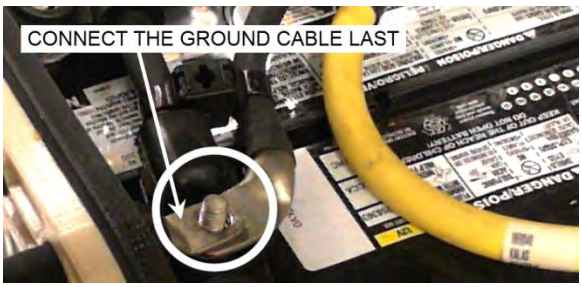

FIGURE 55: GROUND CABLE
6. Connect the ground cable last (FIGURE 55). Tighten the ground cable nut to the following torque: